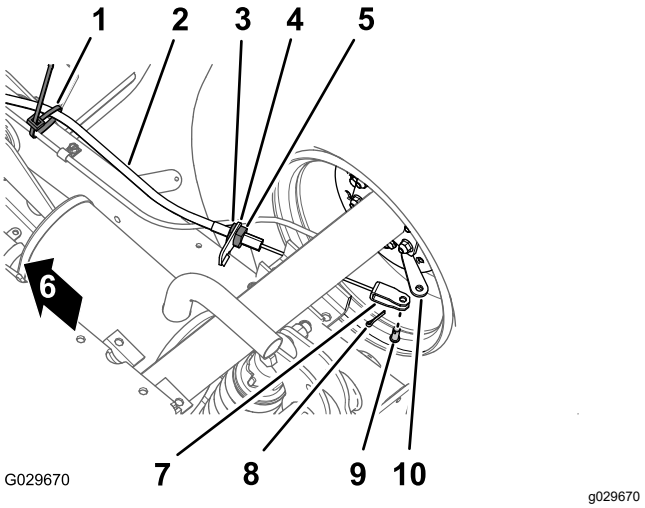

**Figuur 43**
1. Verwijder aan de onderkant van de machine de kabelklemband waarmee de kabel van de parkeerrem is bevestigd aan de leiding van de bedrijfsrem (Figuur 43).
2. Markeer de draairichting op de voorste contramoer voor de kabel van de parkeerrem (Figuur 43).
3. Zet de achterste contramoer los en verwijder de kabel van de beugel van de remkabel (Figuur 43).
4. Verwijder de borgpen en de gaffelpen waarmee de gaffel voor de kabel van de parkeerrem is bevestigd aan de remhendel en verwijder de kabel van de hendel (Figuur 43).
1. Leid de schroefregelaar van de kabel van de parkeerrem naar de beugel van de remkabel en de gaffel naar de remhendel (Figuur 43).
3. Lijn de schroefregelaar van de kabel van de parkeerrem uit met de beugel van de remkabel en zet de achterste contramoer vast (Figuur 43).